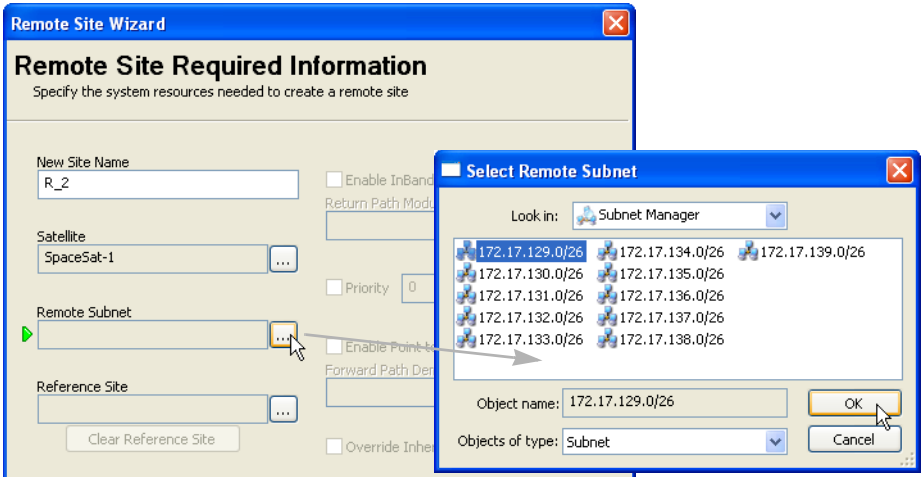

Figure 3-101 Select Remote Subnet
4. Select the **Remote Subnet** for this site (figure 3-101).